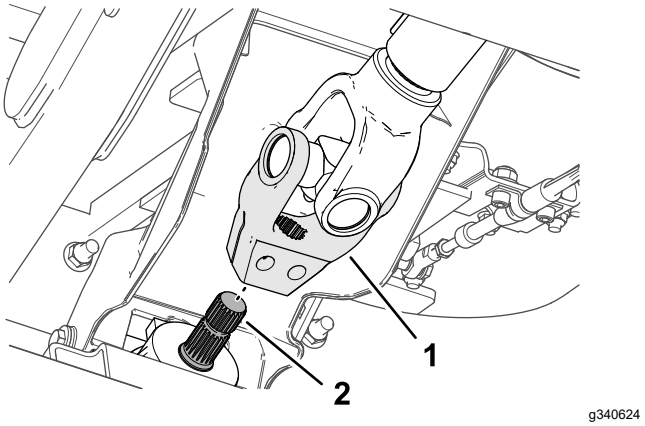

Figur 16
5. Rikta in räfflorna på drivaxeln med räfflorna på redskapets ingående axel (Figur 16) och skjut oket över axeln.